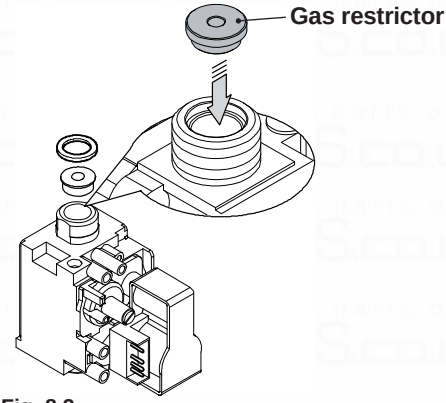

Fig. 8.2
- Carry out gas conversion by correctly replacing the gas restrictor (Fig. 8.2), referring to the section "Technical data Activ A 12OV" to page 24, section "Technical data Activ A 15OV" to page 26, section "Technical data Activ A 20OV" to page 28 and section "Technical data Activ A 25OV" to page 30.